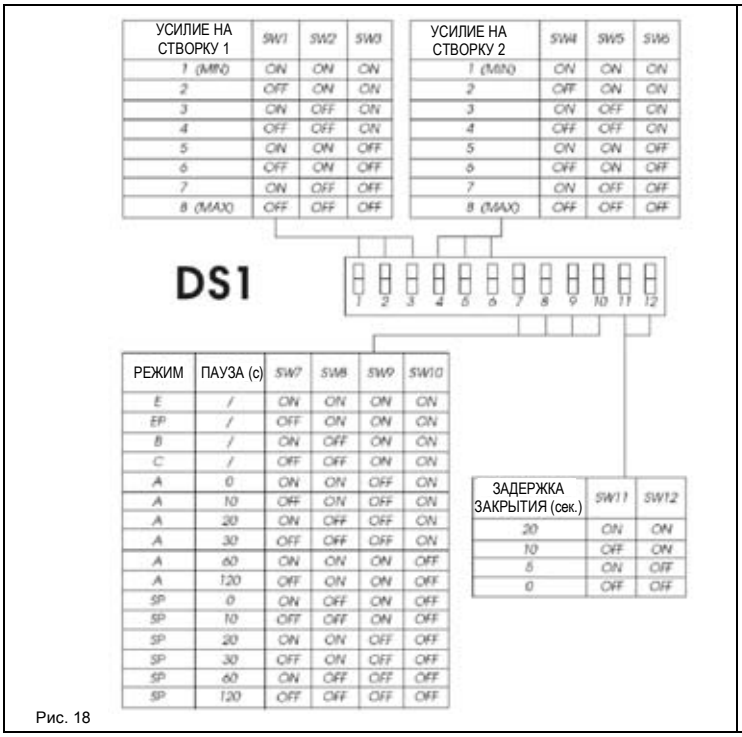
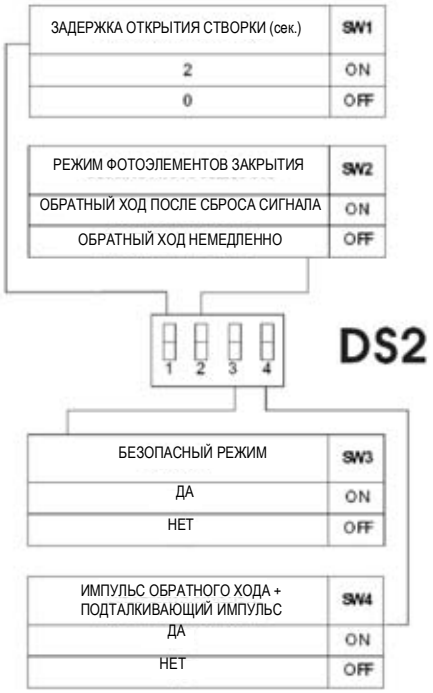

Рис. 18
Рис. 19
Данная модель комплектуется двумя группами DIP-переключателей: DS1 (рис. 18) и DS2 (рис. 19), - которые позволяют программировать параметры движения ворот.
5.1. МИКРОВЫКЛЮЧАТЕЛИ DS1 (рис. 18)
5.2. МИКРОВЫКЛЮЧАТЕЛИ DS2 (рис. 19)